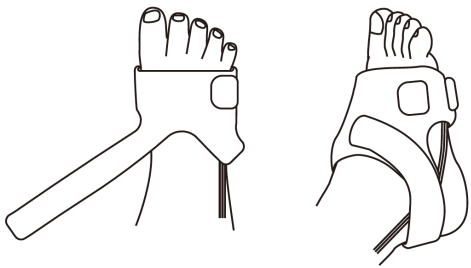

Figura 3.1.8
3. Utilizzare la fascia per la caviglia per fissare il cavo del sensore alla caviglia o alla gamba (vedi Figura 3.1.8). Non stringere eccessivamente.